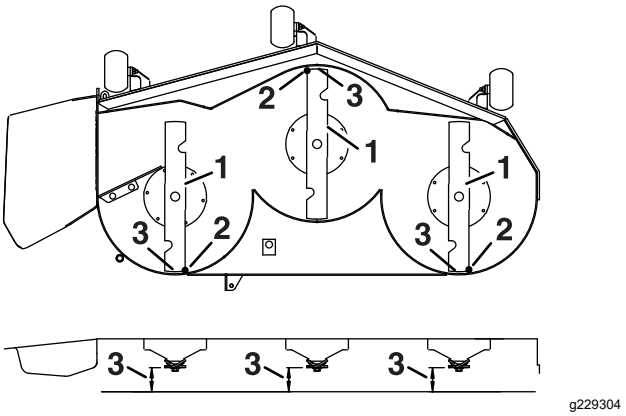

Figur 82
7. Kontrollera den främre-bakre knivlutningen (Figur 82). Kontrollera att den främre knivens spets är lägre än den bakre knivens spets som visas tabellen över klosshöjd och räfsor. Fortsätt med denna procedur om justering behövs.